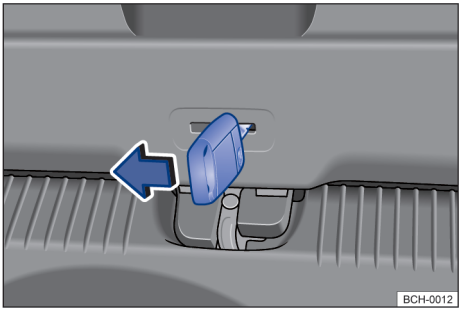

Fig. 60 No compartimento de bagagem: destravar a tampa traseira.
- Inserir a haste da chave na abertura na tampa traseira → Fig. 60 e deslocar a alavanca de destravamento no sentido da seta. ◁